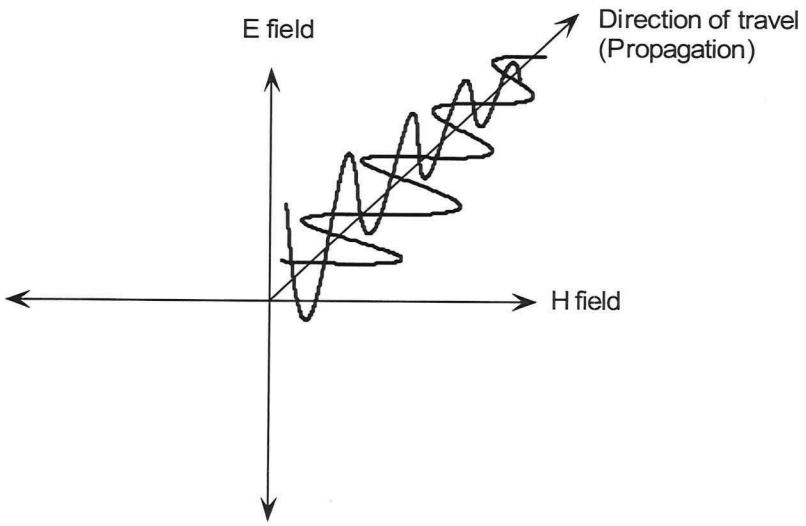

Figure 1 *Relationship between the electric and magnetic fields in an electromagnetic wave*
As its name implies, an electromagnetic wave consists of two fields; an electric field (known as the E field) and a magnetic field (known as the H field). These fields are perpendicular (90°) to each other and both are perpendicular to their direction of travel. This is shown in Figure 1.
Electromagnetic waves are said to be polarised in the direction of their electric (E) field. If the E field is vertical, as in Figure 1, then the electromagnetic wave is said to be vertically polarised. If the E field is horizontal, the wave is said to be horizontally polarised.